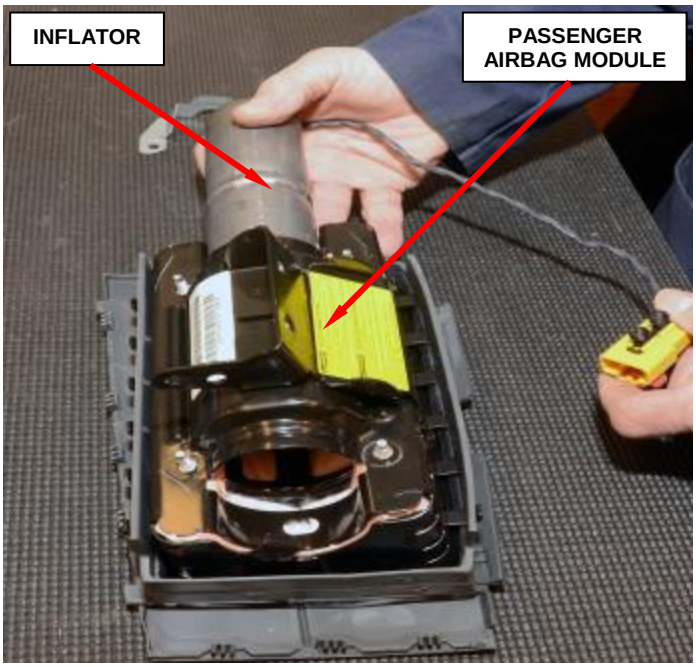

**Figure 66 – Inflator Removal**
f. Slide the inflator out of the passenger airbag module (Figure 66).